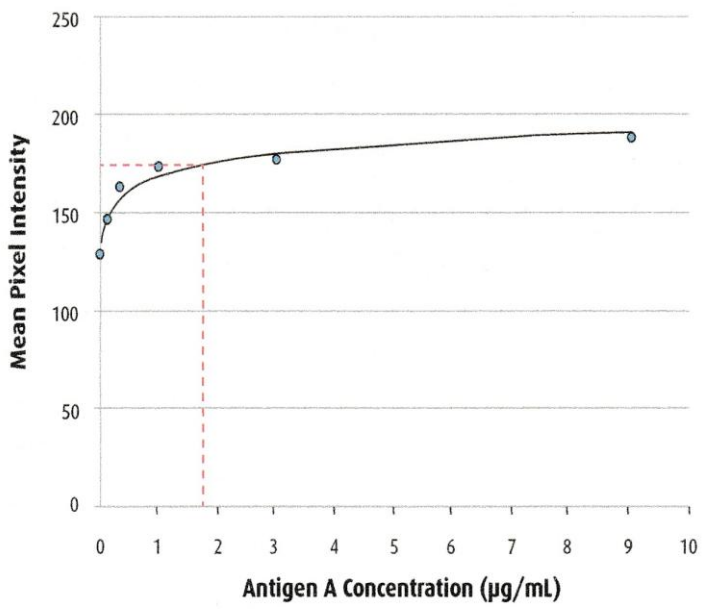

Figure 4: Determining a Protein Concentration.
c. From the Y-axis of the standard curve graph, extend a horizontal line from this absorbance value to the standard curve. At the point of intersection extend a vertical line to the X-axis and read the corresponding concentration. Alternatively use the equation of the best-fit curve to solve for x given the y value (see Figure 4). You will have to do this twice for each unknown - once for antigen A and again for antigen B.